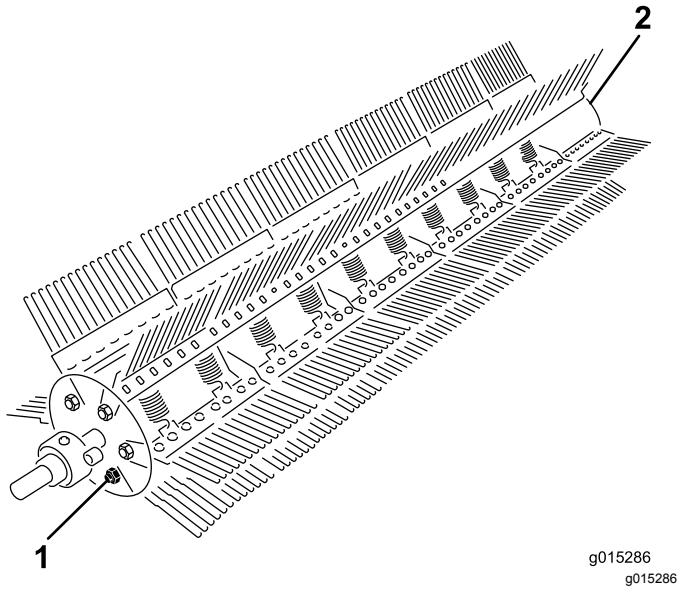

Figura 27
2. Retire o parafuso e a porca de bloqueio de uma extremidade da haste do ancinho (Figura 27).